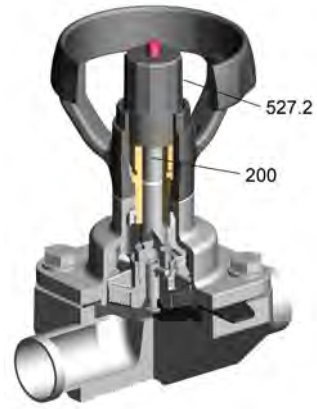

Abb. 14: SISTO-C HV.510/.520 MD 40 - MD 115 Endlageneinstellung in Offenstellung
1. Armatur in gewünschte Position bringen, Einstellhülse 527.2 durch Rechtsdrehen bis zur Anlage an der Spindel 200 verstellen (⇨ Abb. 14) .